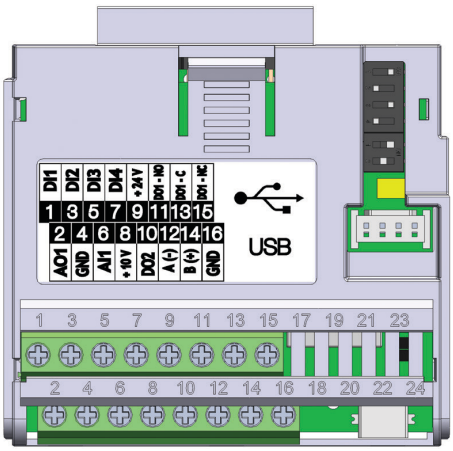

Figura 20.3: *Módulo Plug-in CFW500-CUSB*
O módulo plug-in CFW500-CUSB tem a interface Serial (1) através da porta RS-485 nos bornes 12 (A-) e 14 (B+), bem como a interface Serial (2) através da porta USB no conector padrão mini USB (mini B), veja Figura 20.3 na página 20-1.